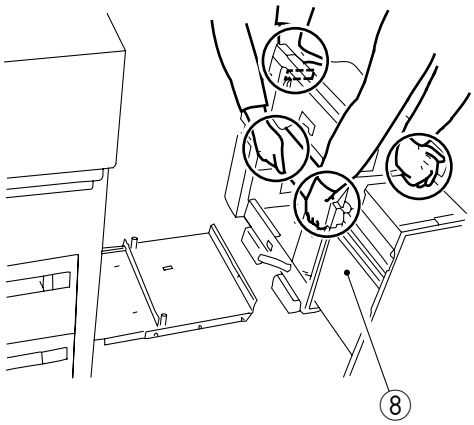

Figure 8-353
5) Holding the deck as shown (Figure 8-353), and place it on the stack of paper prepared in step 1).